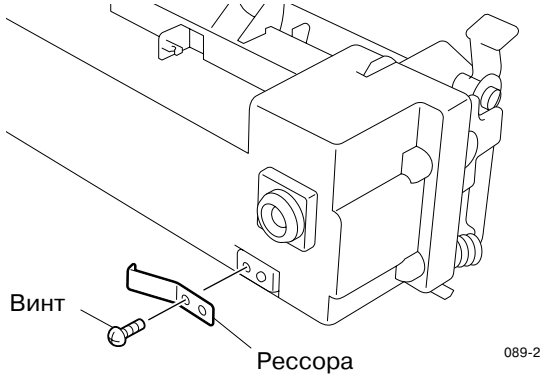

Рис. 14-7-8
7. Снимите блок крышки термоустройства. (См.Рис. 14-7-8 и 14-7-9)
6. Снимите блок крышки термоустройства. (См.Рис. 14-7-8 и 14-7-9)